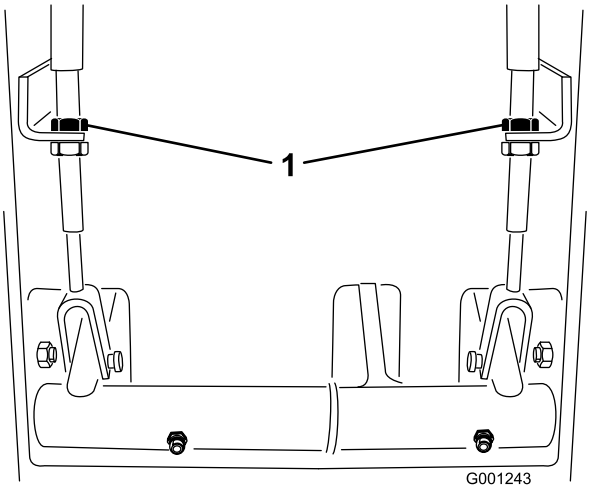

Figur 63
2. Dra åt bromsarna genom att lossa den främre muttern på bromskabelns gängade ände för att minska bromspedalernas fria spel (Figur 63). Dra sedan åt den bakre muttern för att flytta kabeln bakåt tills bromspedalerna har ett rörelseavstånd på 13 mm till 25 mm.